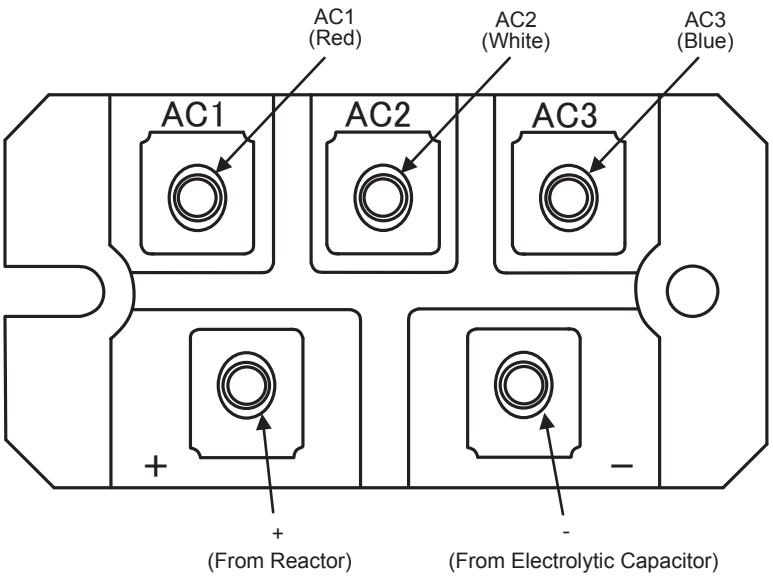

Fig.1 Parts arrangement view
6. Connect the wire to the diode module (AC1, AC2, AC3, +, -). (See Fig.1) (Recommended diode module tightening torque: 2.4 ~ 2.8N・m)